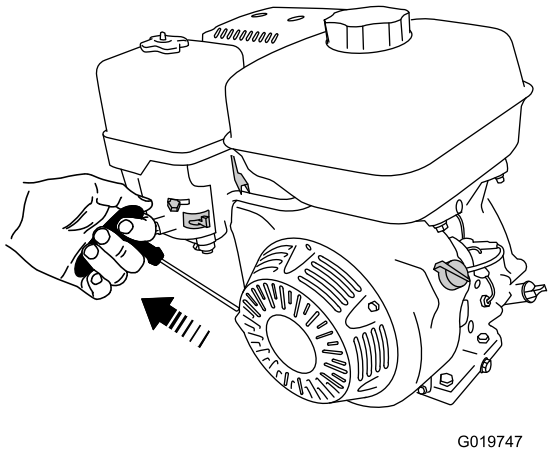

Figure 37
6. Pull the starter handle lightly until you feel resistance, then pull the handle briskly (Figure 37). Return the starter handle gently.